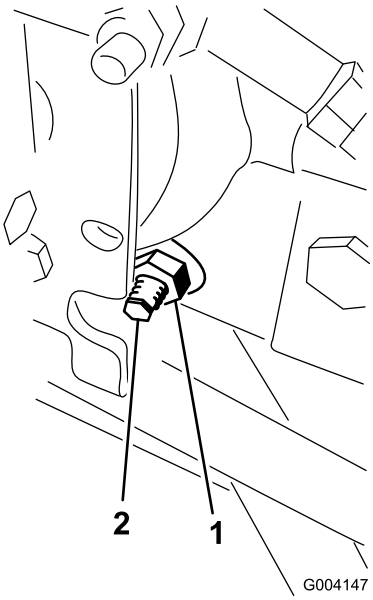

Figuur 61
3. Draai de borgmoer op de afstelnok van de tractie, rechts van de hydrostaat, los (Figuur 61).